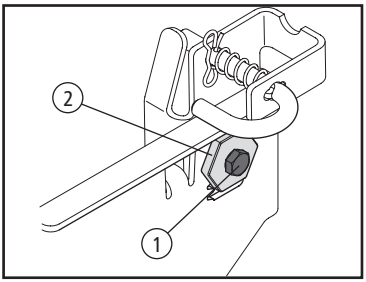

Fig. 22
- Solte, mas não remova, o parafuso sextavado (1) localizado no gancho posterior esquerdo da bandeja. O gancho posterior direito da bandeja não é ajustável e é utilizado para auxiliar no ajuste dos outros ganchos [Fig. 22].